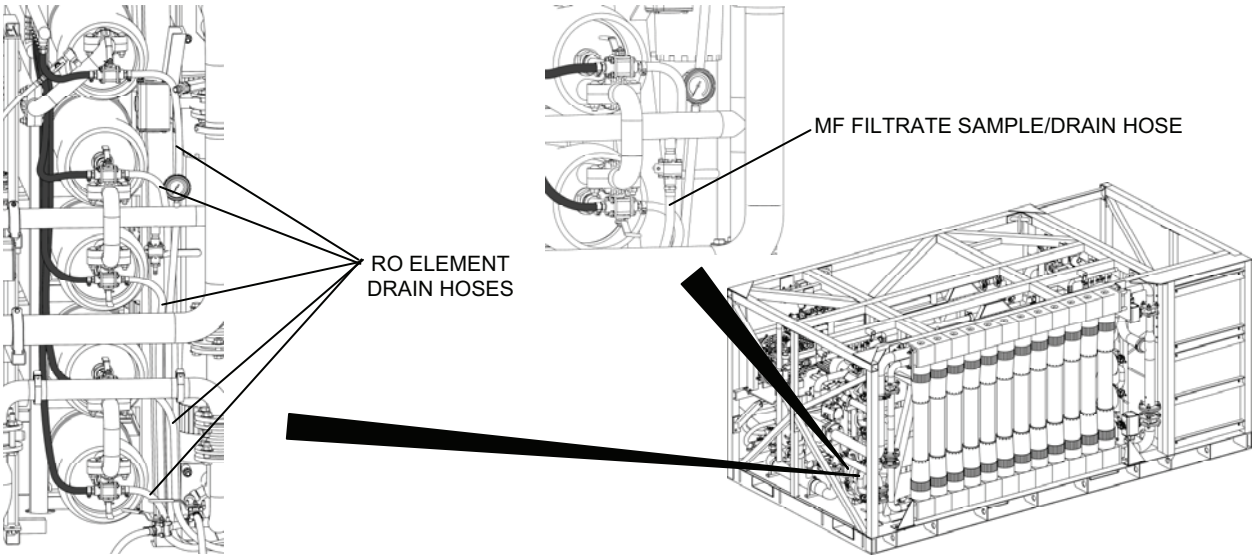

Figure 20. Right End RO Element Drain Hoses and MF Filtrate Sample/Drain Hose.
2. Gather the ends of the five RO element drain hoses and the MF filtrate sample/drain hose together at the right end of the TWPS and secure to the TWPS using an 18-in. hook and loop strap (Figure 20).